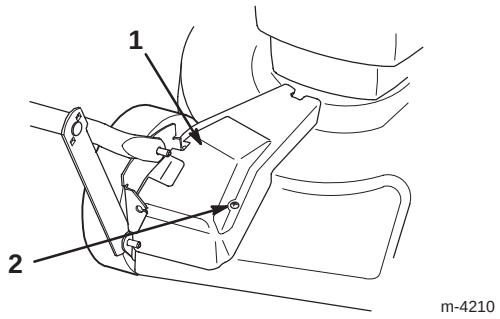

Abbildung 26
1. Bei abgestelltem Motor die Schraube entfernen, mit der die Riemenabdeckung (Abb. 26) befestigt ist, und die Abdeckung abnehmen.